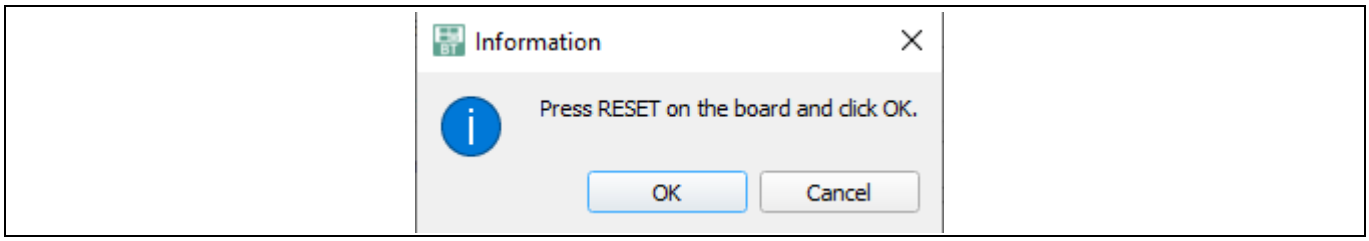

Figure 11 Program Device alert message
*Note: Ignore the message on the pop-up window shown in Figure 11 and **DO NOT** press RESET on the board.*